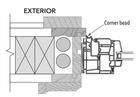
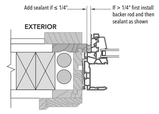

Figure 1
Figure 2
A. **If the space between the new window frame and the opening is greater than 1/4",** go to step (B) If less than 1/4" or if the frame does not project past an exterior stop (Figure 1), skip to step (C).
C. **Apply a continuous bead of sealant** where the new frame contacts the exterior stop (Figure 1) or between the frame and the opening (Figures 2, 3 and 4). Continue the seal across the bottom of the sill adapter (if applicable). Do not block weep holes or weep hoods with sealant.